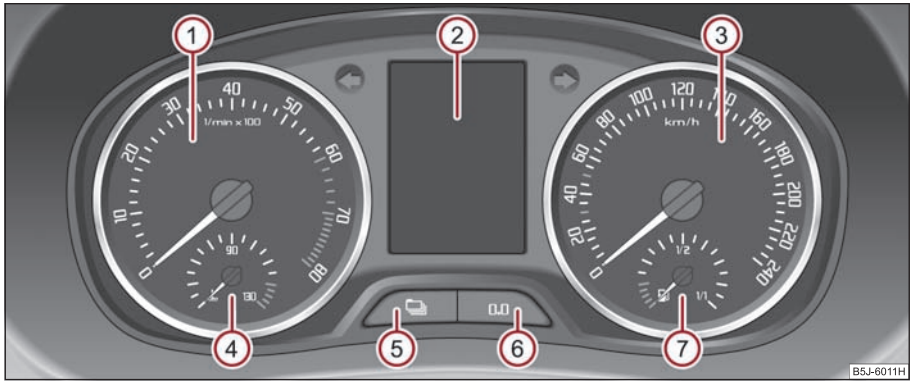

Fig. 15 Cuadro de instrumentos
El sector rojo de la escala del cuentarrevoluciones (1) ⇒ fig. 15 marca el sector, en el que la unidad de control del motor comienza a limitar el régimen del motor. La unidad de control del motor limita el régimen del motor a un valor límite seguro.
El indicador de la temperatura del líquido refrigerante (4) ⇒ página 15, fig. 15 funciona sólo con el encendido conectado.
El indicador del nivel de combustible (7) ⇒ página 15, fig. 15 funciona sólo con el encendido conectado.
Si Vd. mantiene pulsado el botón de reposición (6) ⇒ página 15, fig. 15 durante aprox. 1 segundo, el contador parcial se reposicionará a cero.